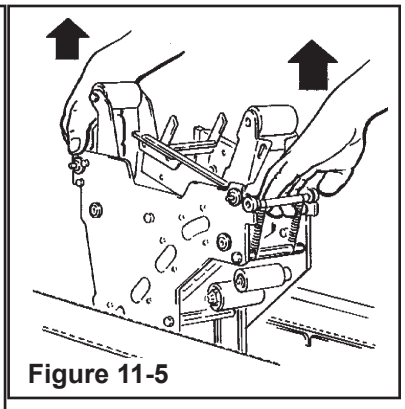

Figure 11-5
5. Lift the lower taping head, shown in **Figure 11-5 and 11-4C**, straight up to remove it from the case sealer bed.